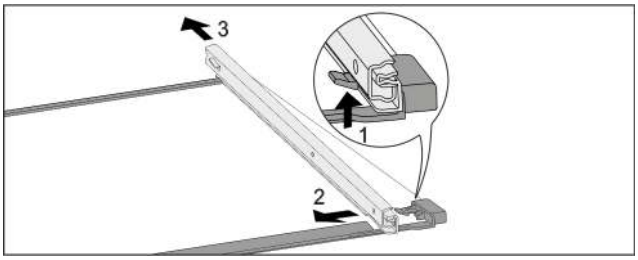

Fig. 158 Glass shelf with rails
▶ Push up front click-in hooks. *Fig. 158 (1)*
▶ Slide pull-out rails to the side *Fig. 158 (2)* and backwards *Fig. 158 (3)*.